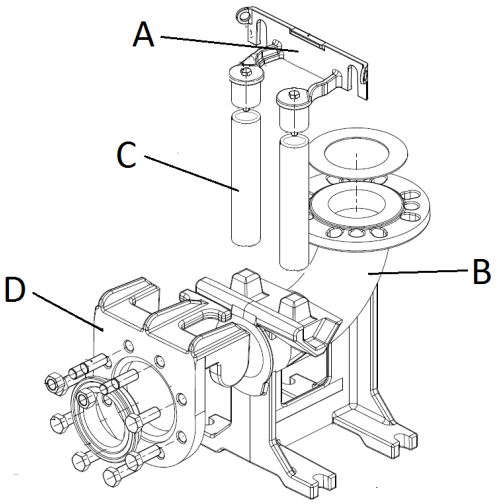

Fig. 5
- Fixer l'embase d'ancrage (fig.5 rep.A) à la partie fixe supérieure du puisard.
- Positionner sur le fond du puisard le pied d'accouplement (fig.5 rep.B) et, à l'aide d'un fil à plomb, bien contrôler que les tétons coniques placés sur l'embase d'ancrage et ceux placés sur le pied d'accouplement sont rigoureusement en correspondance.
- Marquer l'emplacement des boucles présentes sur le pied de support, puis relever la longueur exacte des tuyaux de guidage (fig. 5 - pos. C)
- Fixer la bride à glissière (fig.5 rep.D) sur l'orifice de refoulement de l'électropompe et fixer le câble de levage ou la chaîne de levage à la poignée ou à la manille placée sur la partie supérieure de l'électropompe.